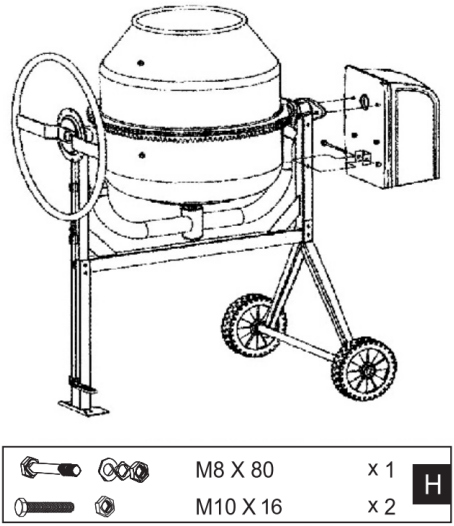

Рисунок 9. Схема встановлення привода.
2. Встановити привод-редуктор із двигуном на вал-шестірню виробу (рис. 9), та закріпити на опорній рамі гайками.